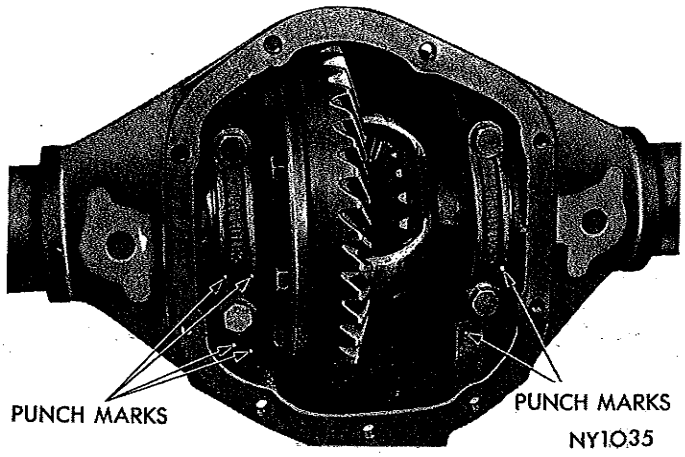
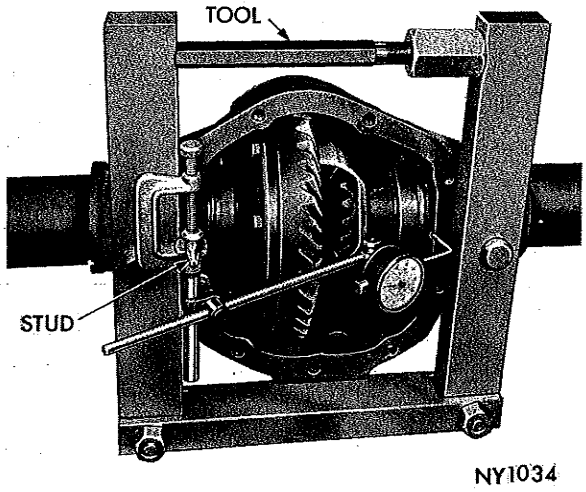
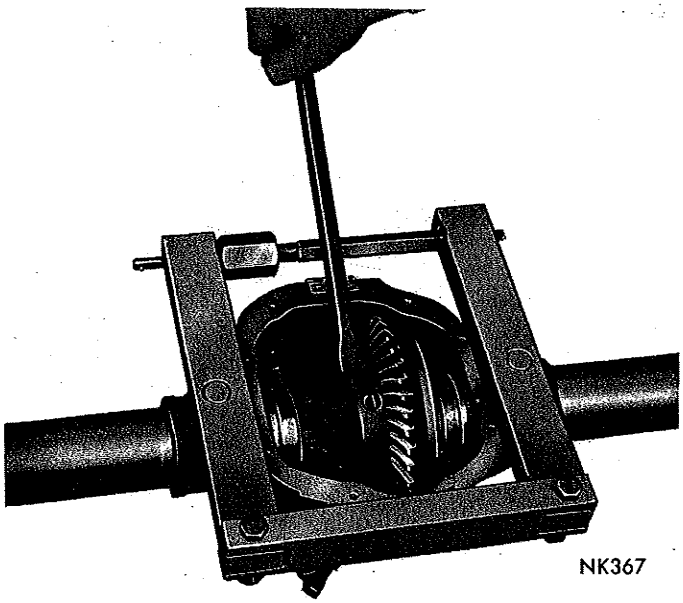

*Fig. 11—Bearing Cap Identification*
*Fig. 12—Spreading Rear Axle Housing*
*Fig. 13—Loosening Differential Assembly*
(8) Mark axle housing and differential bearing caps for location in reassembly (Fig. 11).
(9) Remove differential bearing caps and locate spreader Tool C-3721 with tool dowel pins seated in locating holes of axle housing. Turn tool screw finger tight at this time.
(10) Install pilot stud, Tool C-3288, on left side of axle housing. Attach dial indicator and load indicator stem slightly against opposite side of axle housing (Fig. 12).
(11) Tighten spreader tool nut sufficiently to obtain .012 to .015 inch movement of dial indicator to permit removal of differential case assembly. (Do not spread over .020 inch.)
(12) Remove dial indicator and remove differential and ring gear assembly from axle housing. A light prying action must be used to unseat the differential assembly from the housing (Fig. 13). Differential bearing cups and preload shims must be kept with